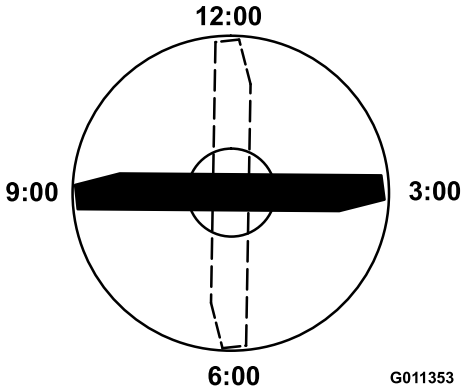

Figur 63
4. Placera den markerade ändens skäregg i läget klockan 12 (rakt fram i klippriktningen) (Figur 63) och mät höjden från bordet till knivens skäregg.
5. Vrid knivens markerade ände till lägena klockan 3 och klockan 9 (Figur 63) och mät höjderna.